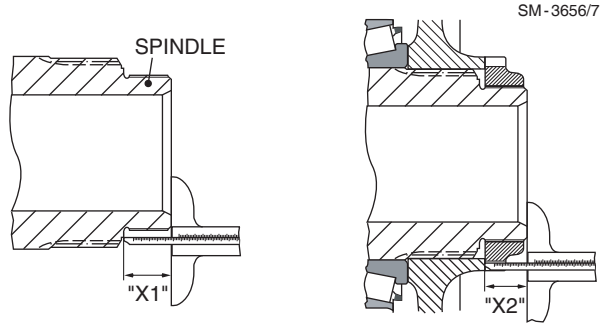

Fig. 33 - Shim Measurement
32. A number of measurements must be made to determine the correct selection of shim (20) size. Follow the procedure listed.
33. Measure dimension 'X1' from the top face of the hub carrier (50) to the face at the end of thread engagement. Refer to Fig. 33.